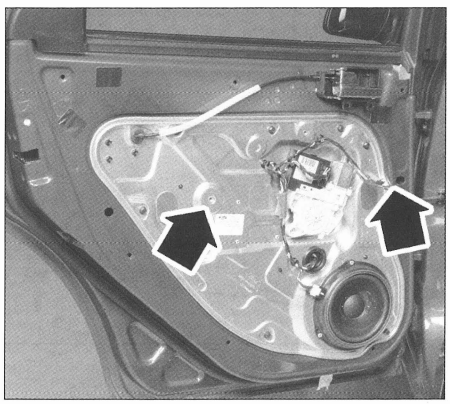

FIG. 59
- las 2 gomas de protección **(fig. 59)**.